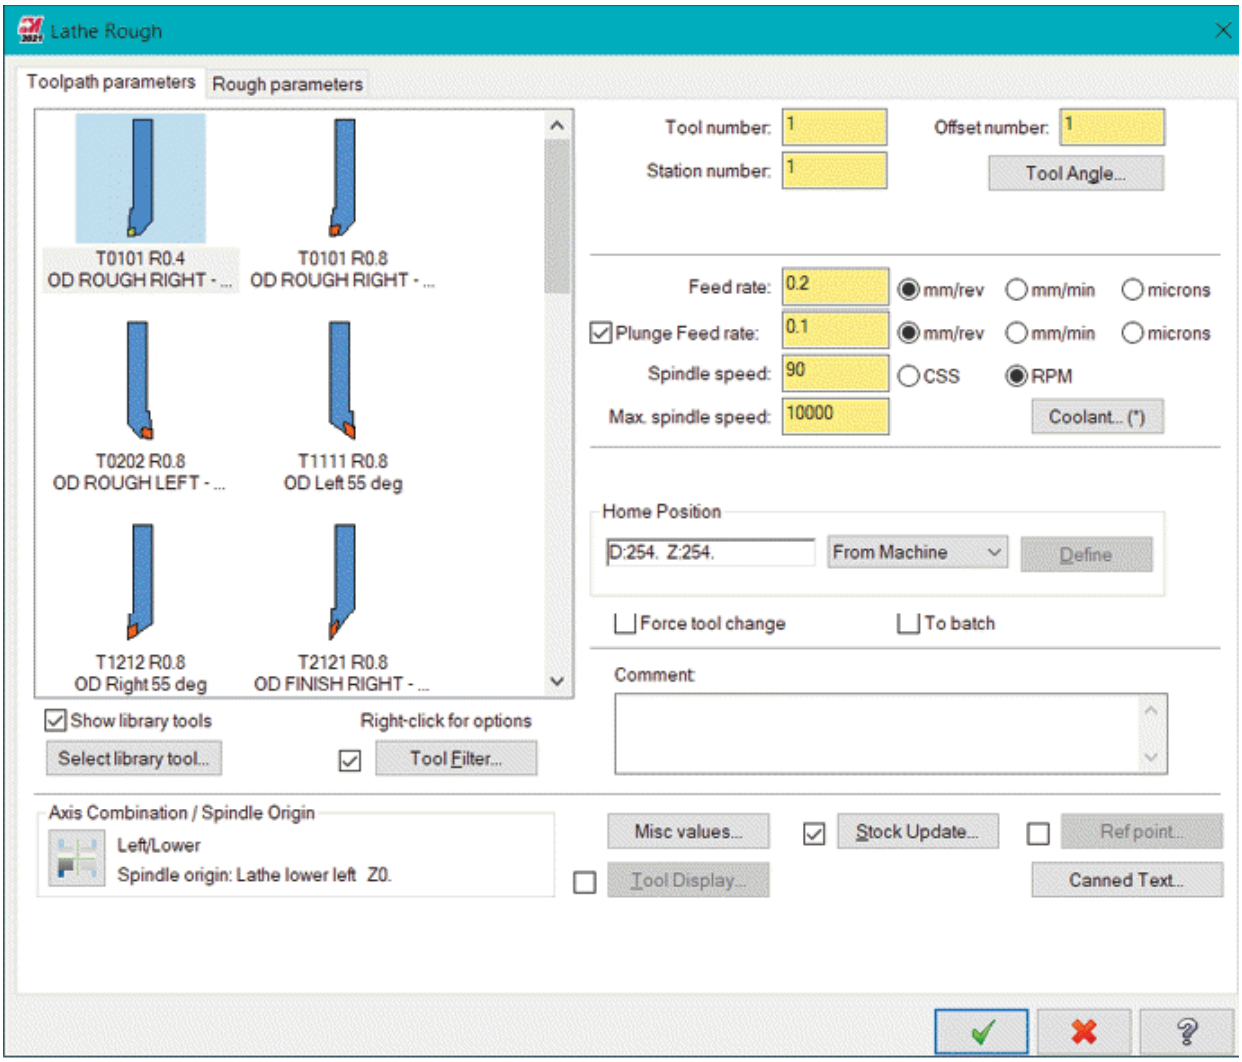

Figure-38. Lathe Rough dialog box
- After selecting desired chain, click on the **OK** button from the **Wireframe Chaining** dialog box. The **Lathe Rough** dialog box will be displayed; refer to Figure-38.